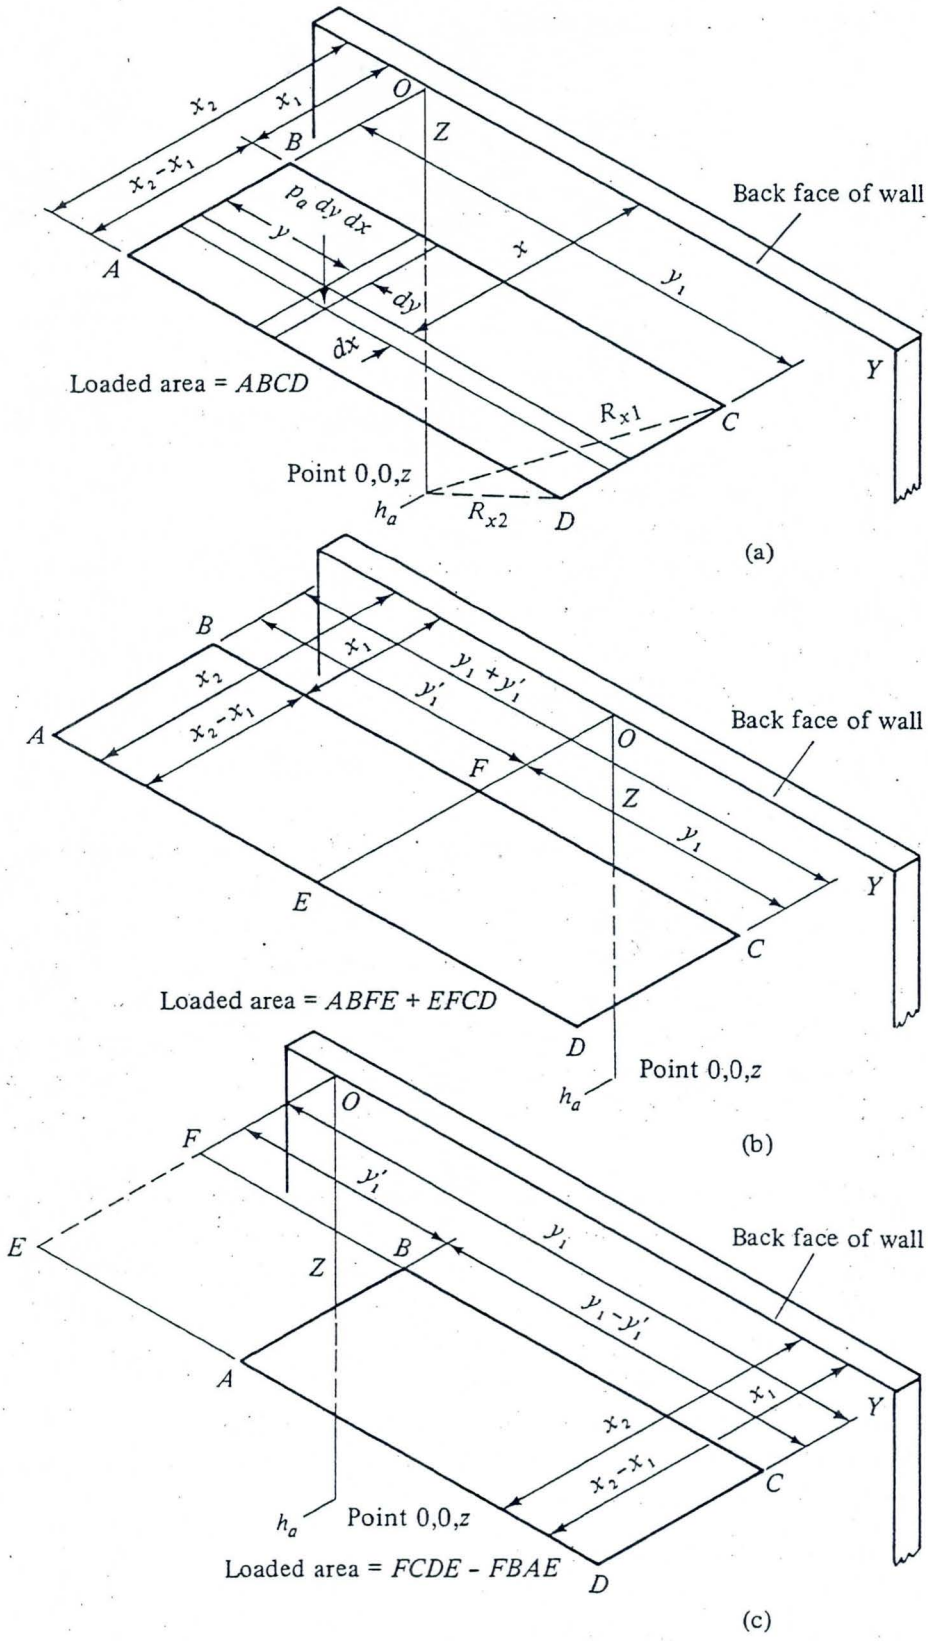

Fig. 22-18. Area load of finite length. (a) Point at end of load; (b) intermediate point; (c) point beyond end of load.
22.23. AREA LOAD OF FINITE LENGTH. If a surcharge load is applied to a backfill uniformly over a rectangular area whose sides are parallel and perpendicular to the back face of the retaining wall, as shown in Fig. 22-18, the horizontal unit pressure at a point may be found by integrating the expression in Eq. (22-23) opposite an end of the loaded area, as in Fig. 22-18(a), in both the x direction and the y direction. For a point
Again, as in the case of a parallel strip load, maximum pressures on the wall will occur at points opposite the center of an area load of finite length. In Fig. 22-18(b), $y_1 = y_1'$. To calculate these maximum pressures, let y_1 in Eq. (22-29) equal one-half the length of the area load, and multiply the result by 2. Pressure at a point which is not opposite the center of the load may be calculated in two steps. First let y_1 equal the distance from the point to one end of the load; then let y_1' equal the distance to the other end. These results should be added together to obtain the pressure due to the whole area load.
Similarly, for a point on the wall which lies beyond the end of the area load, as in Fig. 22-18(c), imagine that the load is extended to a point opposite the point in question. Calculate the pressure due to the total area load, including the imaginary extension. Next, calculate the pressure due to the extension alone, and subtract this value from the total-load pressure.